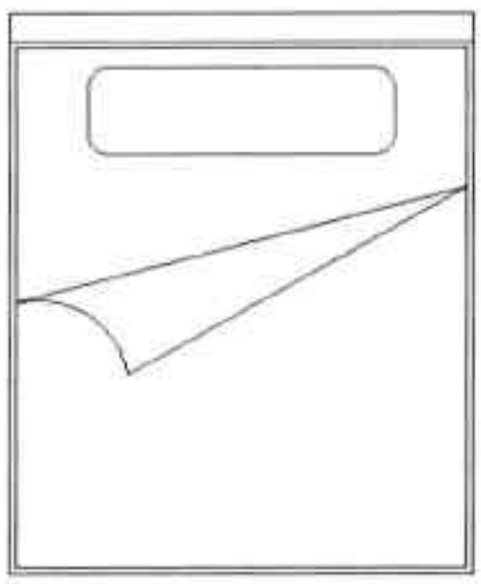

图7-73 绘制被褥图形
Step07 执行“圆弧”命令，捕捉两个斜线的终点，绘制圆弧，完成被褥图形的绘制，如图7-73所示。